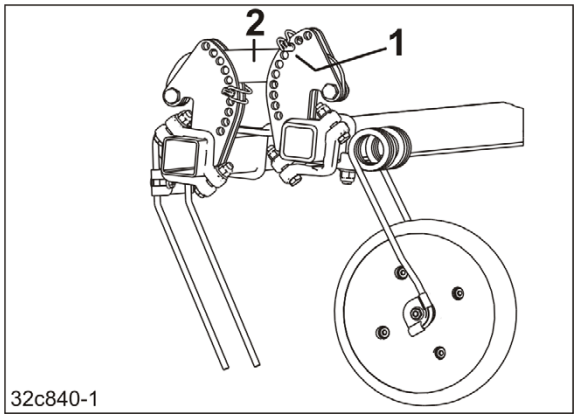

Fig. 140
3. Die Arbeitstiefeneinstellung der Striegelzinken erfolgt durch Abstecken des Rohrklappsteckers (Fig. 140/1)
- oberhalb des Lenkers (Fig. 140/2),
Die Arbeitstiefe wird größer, je tiefer der Rohrklappstecker (Fig. 140/1) im Verstellsegment abgesteckt wird.